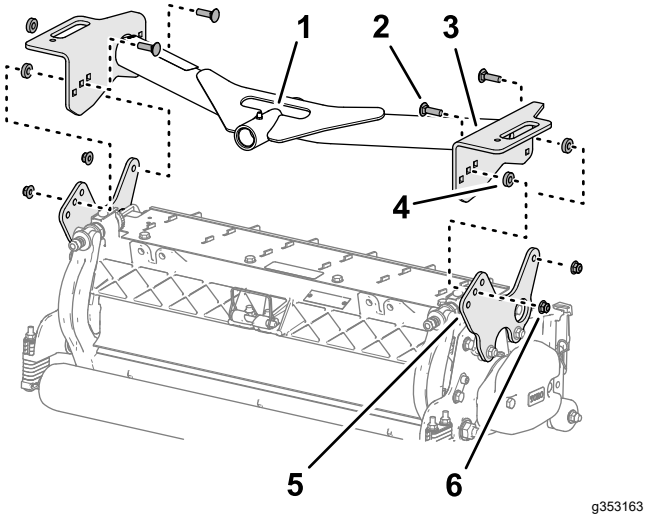

**Figur 19**
1. Rikta in hålen på den främre bärramens plattor med hålen i klippenhetens fästplattor (Figur 19).
2. Rikta in en distansbricka mellan bärplattan och fästplattan (Figur 19). Montera sedan plattorna och distansbrickan löst med en vagnsskruv (⅜ x 1 ¼ tum) och en flänslåsmutter (⅜ tum).